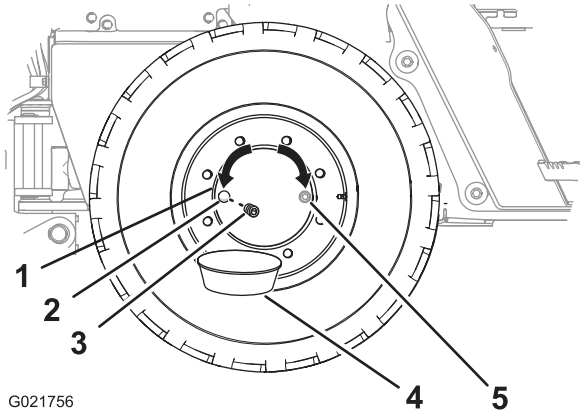

Figura 83
2. Spostate la macchina avanti o indietro al fine di posizionare il tappo dell'olio del mozzo nella posizione ore 3 o ore 9 nell'orologio (Figura 83).
4. Mettete una bacinella di spurgo sotto il tappo del mozzo della ruota (Figura 83).
5. Rimuovete il tappo dal relativo mozzo (Figura 83).
6. Verificate che il livello dell'olio sia alla base della filettatura del foro del tappo dell'olio (Figura 83).
8. Montate il tappo nell'apposito foro del mozzo della ruota (Figura 83).